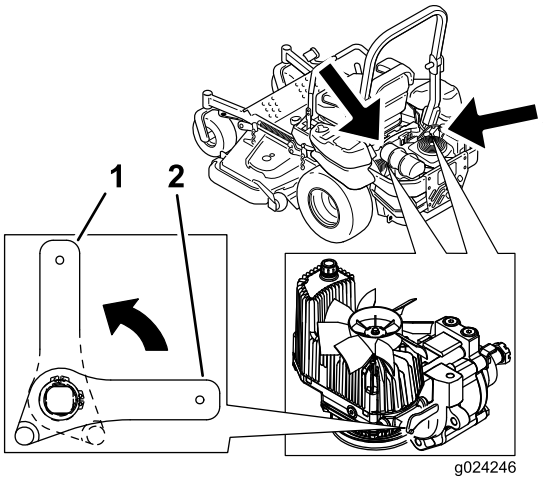

Figur 33
2. Drej udløsningsventilernes greb lodret for at skubbe maskinen. Derved får hydraulikolien mulighed for at løbe uden om pumpen, hvilket gør hjulene i stand til at dreje (Figur 33).
4. Drej udløsningsventilernes greb vandret for at køre maskinen (Figur 33).